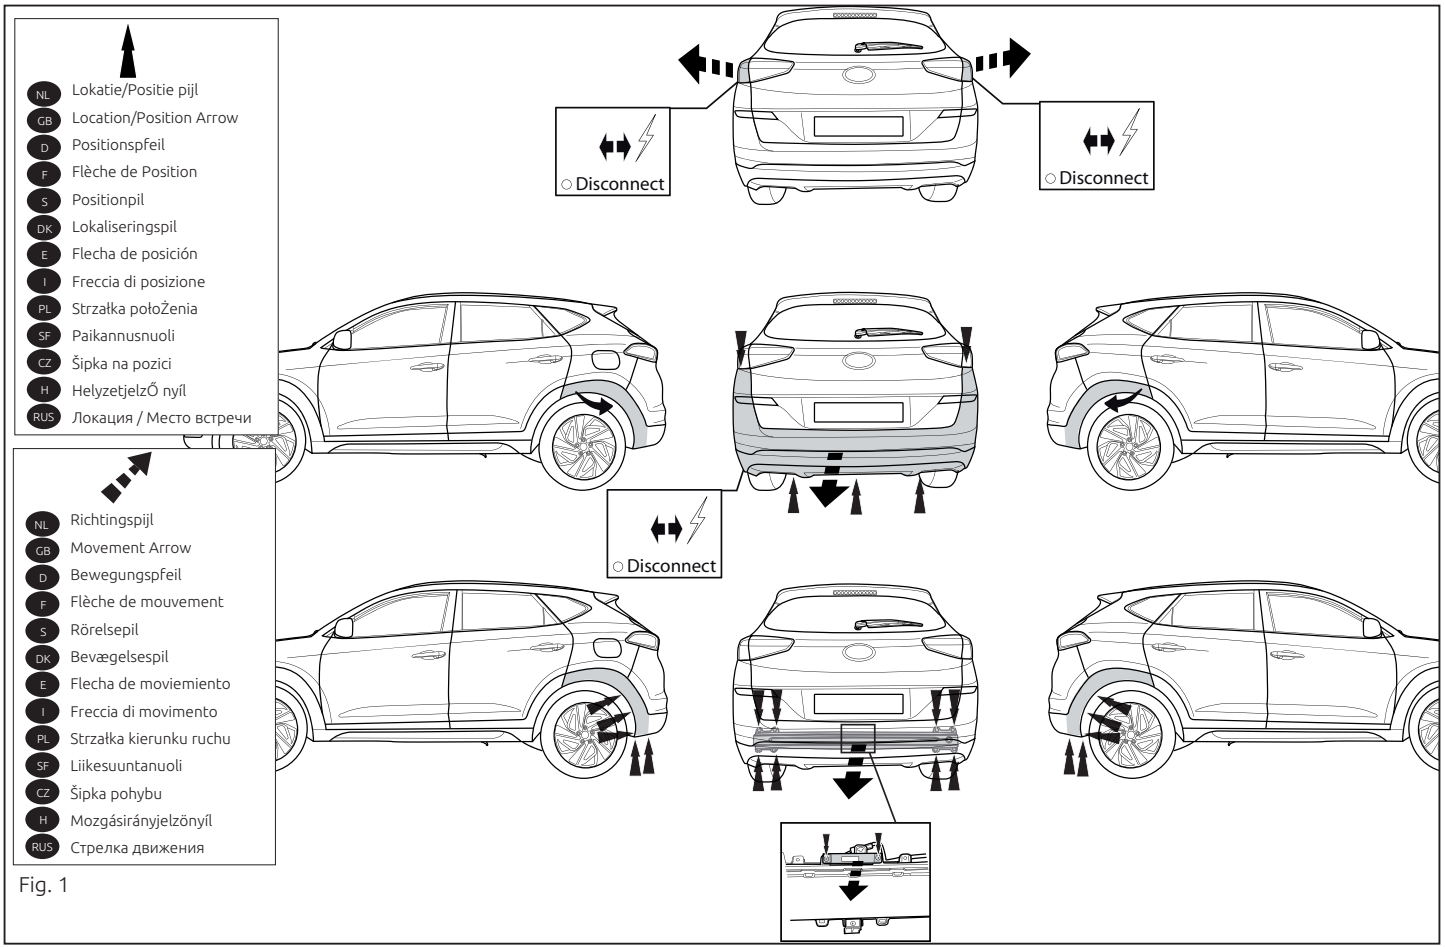

Fig. 1
1. Снять оба блока задних фар. Снять бампер вместе со буферным брусом автомобиля. Буферный брус больше не понадобится. Демонтируйте антенну. См. рисунок 1.